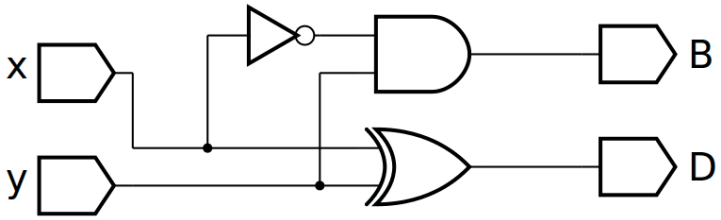
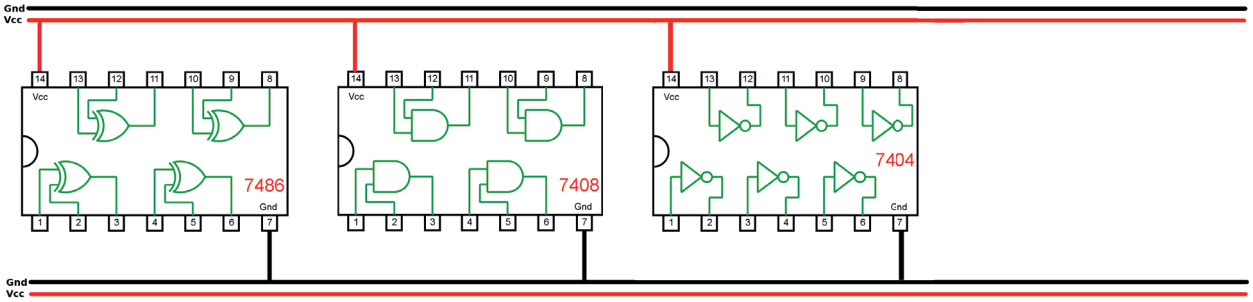

Figura 6.20 – Diagrama esquemático.
Figura 6.21 – Disposição dos componentes (TTL) para a placa de montagem.
1. Complete as ligações na figura 6.21 ou 6.22 de acordo com a figura 6.20.
5. Utilize um programa de simulação em computador (SmartSim, Atanua, Qucs) faça a simulação do circuito da figura 6.20. Compare os resultados com a tabela 6.8.
6. Escreva a equação booleana do circuito da figura 6.20 e simule no programa para o Arduíno.